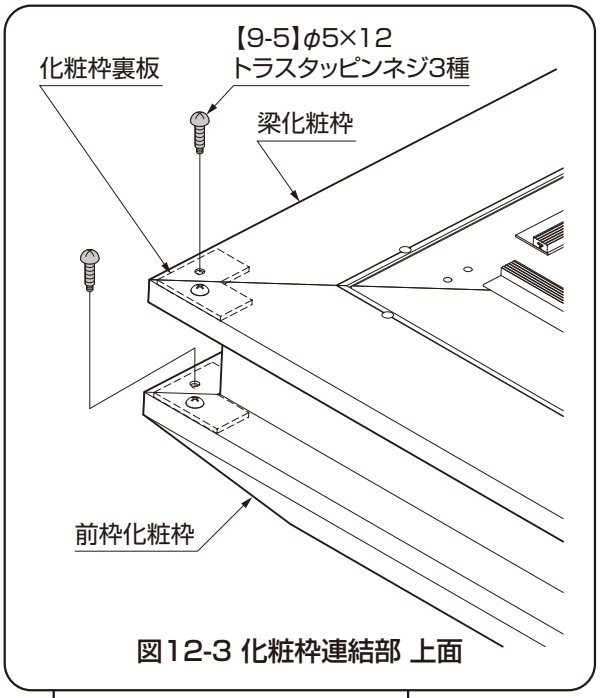

図12-3 化粧枠連結部 上面
①化粧枠裏板と化粧枠連結金具に【9-5】を取付けて化粧枠を連結してください。（図12-3、12-4参照）